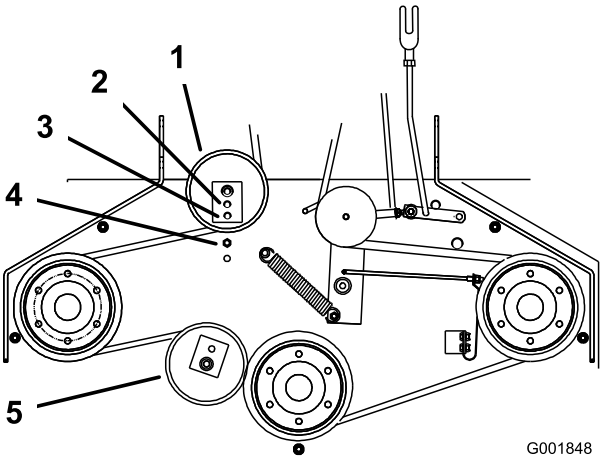

Figuur 45
6. Als u de spanmoer niet verder kunt afstellen en de riem nog steeds te los zit, moet de achterste spanpoelie naar de middelste of voorste opening worden verplaatst (Figuur 45). Gebruik de opening waarmee u de juiste afstelling krijgt.
7. Als de spanpoelie wordt verplaatst, moet de riemgeleider ook worden verplaatst. Verplaats de riemgeleider naar de voorste stand (Figuur 45).